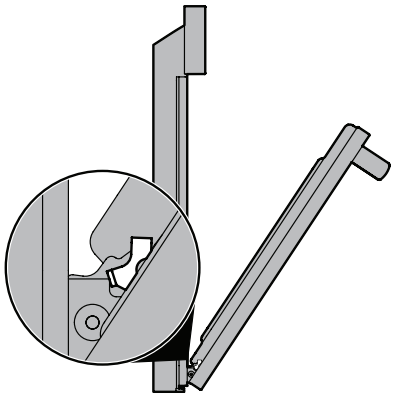

Figure 20: Position de retrait
3. Saisissez la porte par les côtés et fermez-la jusqu'à ce que le cadre entre en contact avec les charnières déverrouillées (Figure 20).
2. Tenez la porte du four au même angle que pour le retrait. Insérez avec précaution les leviers de charnière dans le cadre du four jusqu'à ce que vous sentiez que les leviers de charnière sont logés dans les encoches de charnière. Les bras de charnière doivent être entièrement insérés dans les encoches de charnière avant que la porte du four ne puisse être complètement ouverte. (Figure 20).